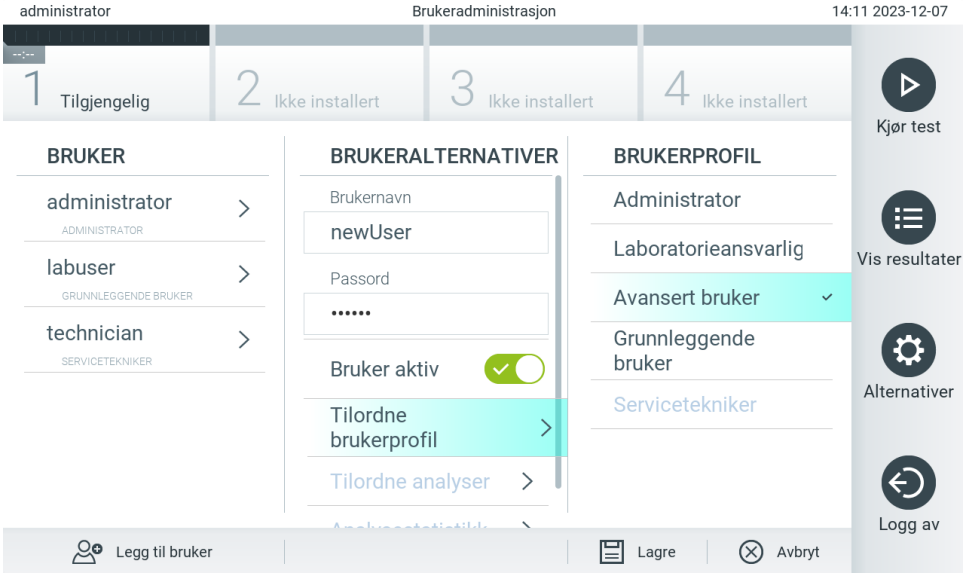

Figur 56. Tilordne en brukerprofil til en ny bruker.
4. Trykk på Assign User Profile (Tilordne brukerprofil), og tilordne den riktige brukerprofilen (fra listen til høyre i innholdsområdet) til den nye brukeren (figur 56).